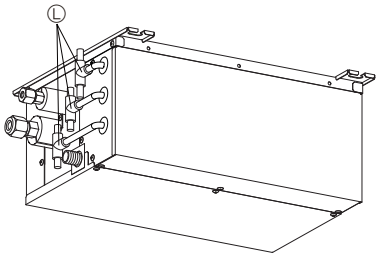

Fig. 9-7
► **To divide the wirings of each terminal block into 2 branches outside the branch box, use 2-branch wiring conduits Ⓛ. (Fig. 9-7)**